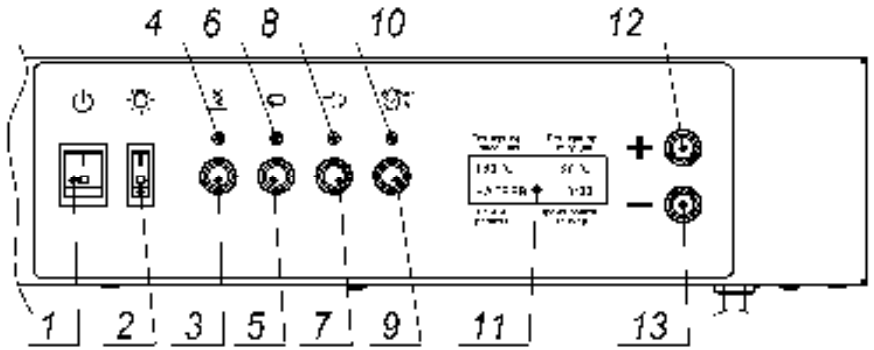

Рис. 4
5.2 Приборы управления и контроля расположены на панели управления печи (см. рис.4).
- Нажмите кнопку 3 (рис.4) загорится индикатор нагрева 4 (рис.4), как только нужная температура будет достигнута, однократно прозвучит звуковой сигнал, можно производить загрузку камеры.
- Нажмите кнопку 9 (рис.4) загорится индикатор таймера 10 (рис.4), начнется обратный отсчет заданного времени приготовления.
Впрыск порции воды в камеру печи производится однократным нажатием на кнопку 7 (рис.4) «пар».
Режим **ожидание** при нажатии кнопки «пар» рис.4 поз.7 программа переходит в режим программирования параметров:
При последующем нажатии кнопки «пар» рис.4 поз.7, происходит сохранение параметра и переход к следующему параметру.
При нажатии кнопки «нагрев» рис.4 поз.3 происходит выход из режима программирования параметров.
Режим ротации включается и выключается кнопкой 5 (рис. 4). Во избежание поломки привода вращения клети, запрещается поворачивать клеть руками.
Для этого включить вращение, нажав кнопку 5 (рис.4), индикатор 6 (рис.4) загорится, через 2..3 секунды нажать повторно кнопку 5 рис.4), индикатор 6 (рис.4) начнет мигать, ротационная клеть довернется до положения загрузки - выгрузки, остановиться и зафиксируется.
5. Включить вращение кнопкой 5 (рис. 4).
1. Установить клеть в положение для загрузки – выгрузки противней. Для этого нажать кнопку 5 (рис.4), индикатор 6 (рис.4) начнет мигать, ротационная клеть довернется до положения загрузки - выгрузки, остановиться и зафиксируется.
- По завершении цикла приготовления нажмите кнопку 3 (рис.4), индикатор 4 (рис.4) погаснет, нагрев ТЭНов отключится, вентилятор продолжит работать 1 мин.